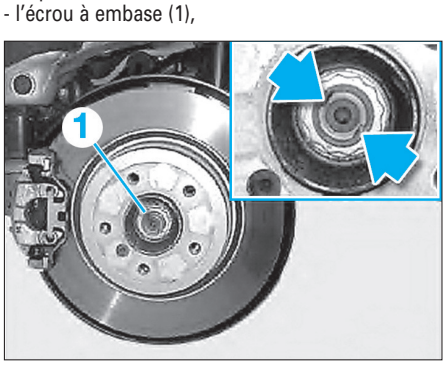

Fig. 8
• Ecarter suffisamment le matage (flèches) de l'écrou à embase pour que le filetage ne soit pas endommagé lors du desserrage **(Fig.8)**.
- l'écrou à embase (1),